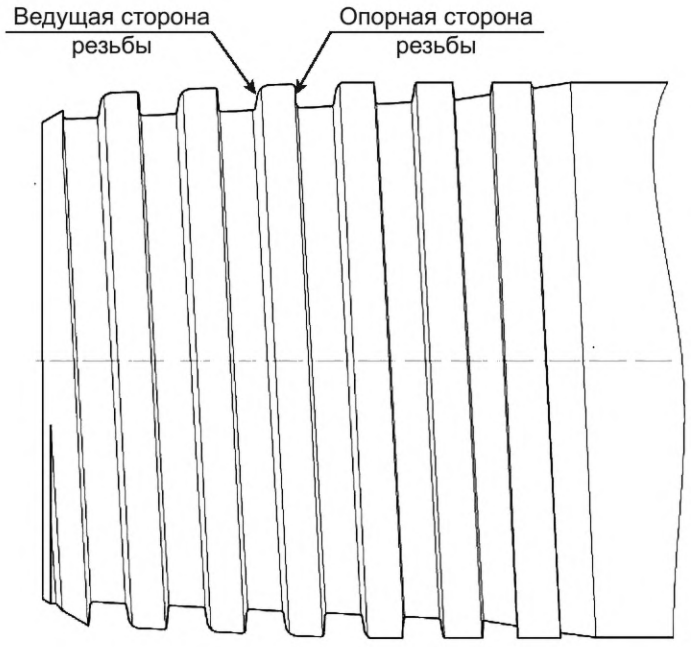

Рисунок 12
11.1 **ведущая сторона резьбы:** Боковая сторона профиля резьбы, обращенная к ближайшему торцу изделия (см. рисунок 12). leading flank
11.2 **опорная сторона резьбы:** Боковая сторона профиля резьбы, обращенная в противоположную сторону от ближайшего торца изделия (см. рисунок 12). load flank